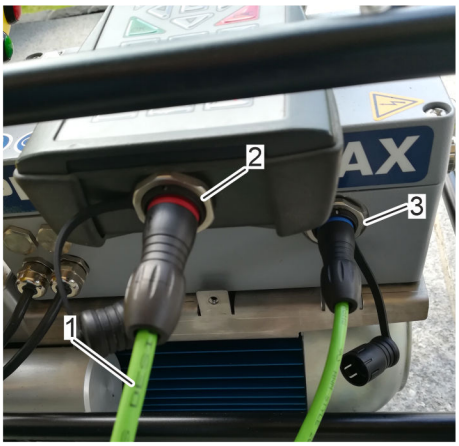

Fig. 33: Control unit (BE)
1. Connect the adapter cable (Fig. 33/1):
Connect the red socket to the control unit (BE) (Fig. 33/2).
Plug the blue plug into the hydraulic power pack's documentation and service interface (Fig. 33/3).